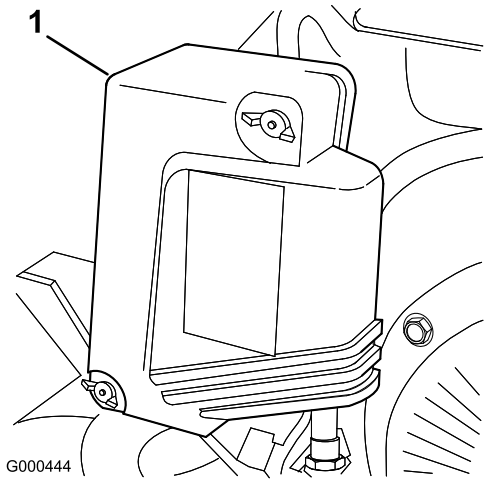

Figur 21
2. Ta bort vingmuttrarna som håller fast luftrenarkåpan och demontera kåpan (Figur 21).